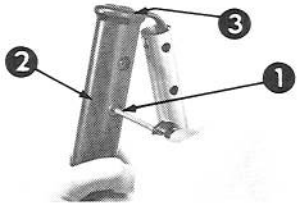

Figure 2
3. Enlevez la vis de la poignée et les écrous en plastique de la poignée centrale (Figure 2).